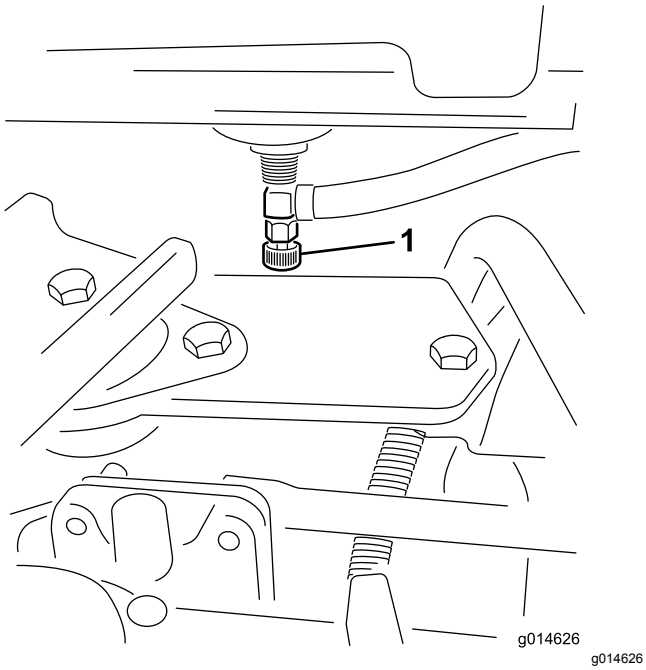

Figur 47
1. Lukk igjen drivstoffventilen på drivstofftanken (Figur 47).